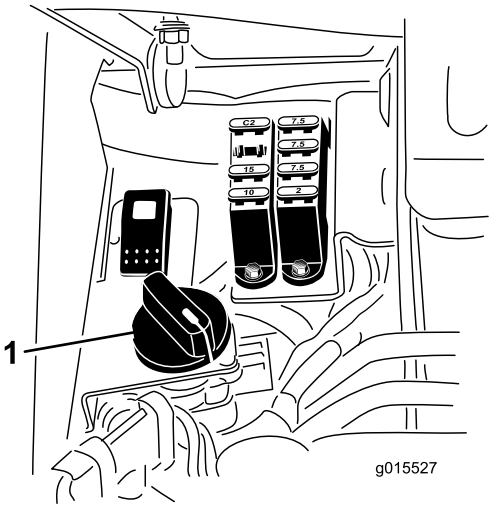

Figur 41
4. Knivcylindrenes hastighed indstilles ved at dreje grebet (Figur 41), indtil indikatorpilene står ud for det tal, der angiver den ønskede indstilling.